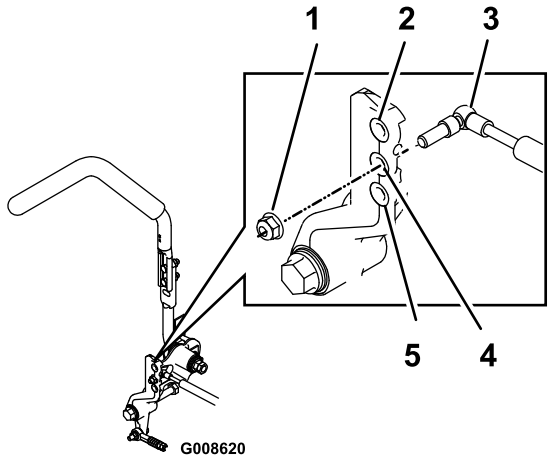

Figur 64
2. Fjern låsemutteren, flytt dempermonteringsbolten til ønsket stilling og monter låsemutteren. Se Figur 64 for å få monteringsalternativer.